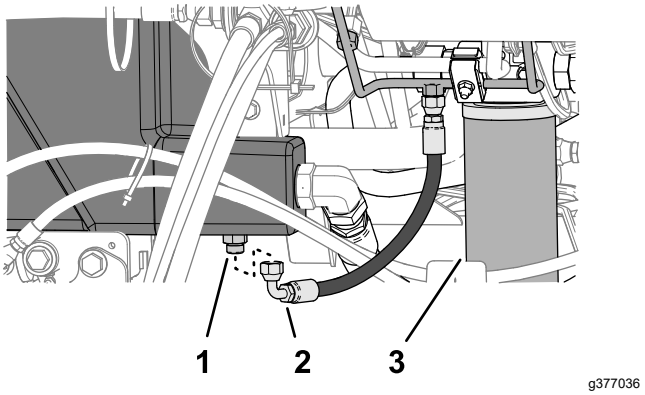

Figura 143
2. Aezai o tavă de golire de mari dimensiuni sub fitingul drept (Figura 143) al rezervorului de ulei hidraulic; consultai Verificarea nivelului de ulei hidraulic (Pagină 77).